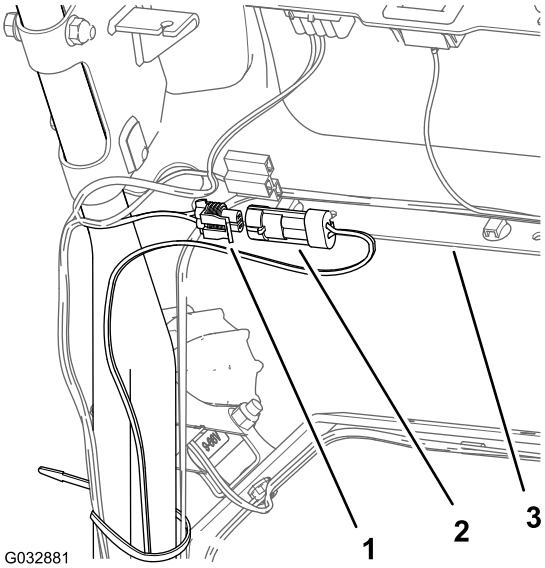

Bild 14
4. Stecken Sie hinten am Bedienfeld den 2-Stift-Stecker des Kabelbaums der Maschine für die LED-Lampen in den 2-Buchsen-Stecker des Kabelbaums für den Kabelbaum der LED-Lampen und des drahtlosen Betriebsstundenzählers (Bild 14).